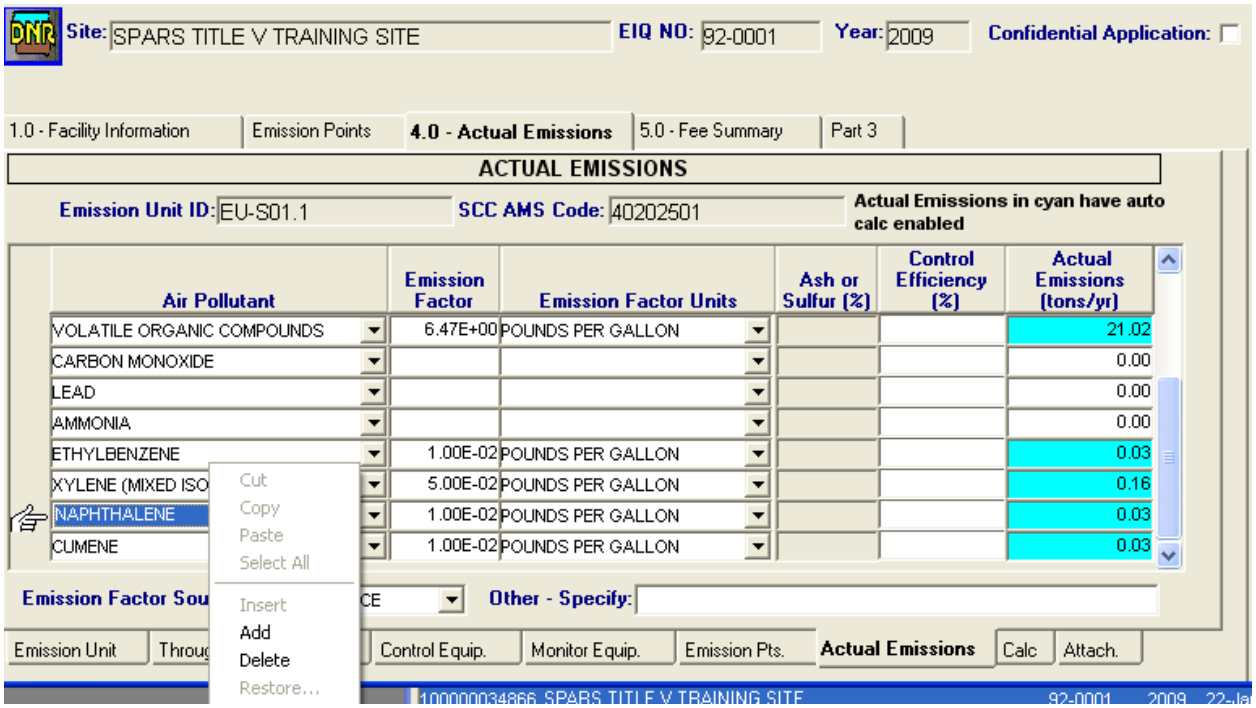

Figure 9.41 – Pollutant to be removed from this process.
7. Right click your mouse and choose "**Delete**" (see Figure 9.41). Save these changes.